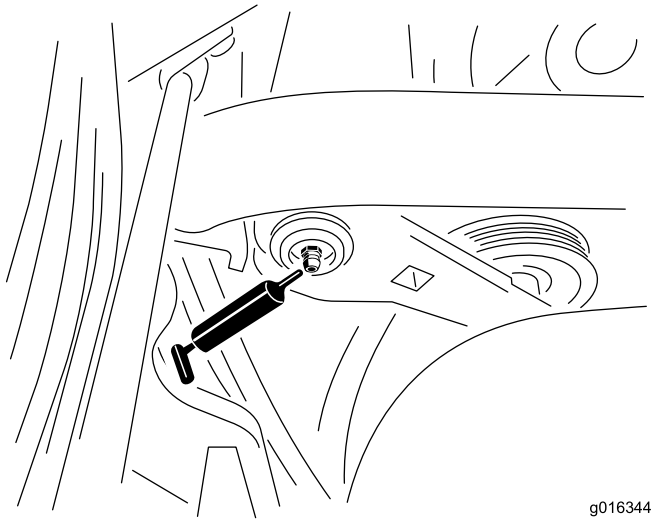

Figur 39
1. Tørk av smøreniplene slik at fremmedmateriale ikke kan komme inn i lagrene eller hylsene (Figur 39).